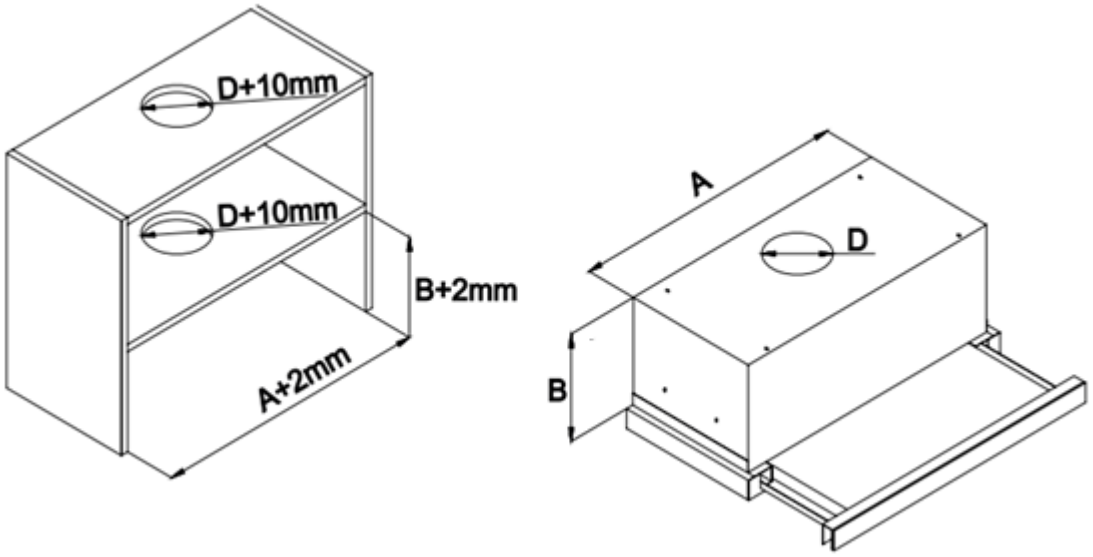

Рис. 1
1. Подготовьте шкаф к установке вытяжки (рис. 1).